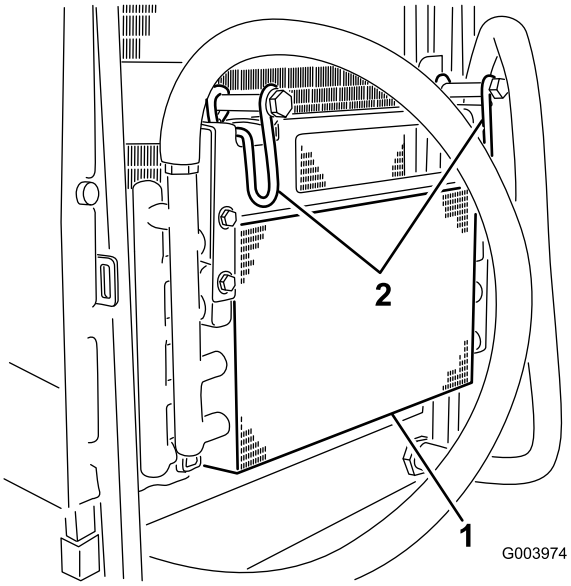

Figuur 58
6. Draai de vergrendeling naar binnen om de oliekoeler los te maken (Figuur 58).